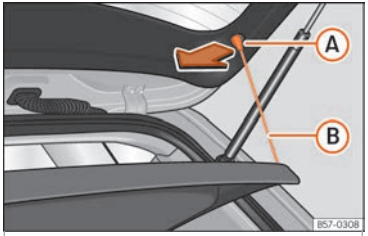

Abb. 132 Im Gepäckraum: Gepäckraumabdeckung aus- und einbauen.
- Hängen Sie die Haltebänder ››› Abb. 132 (B) aus den Aufnahmen (A) aus.
- Hängen Sie die Haltebänder ››› Abb. 132 (B) an der Heckklappe ein.